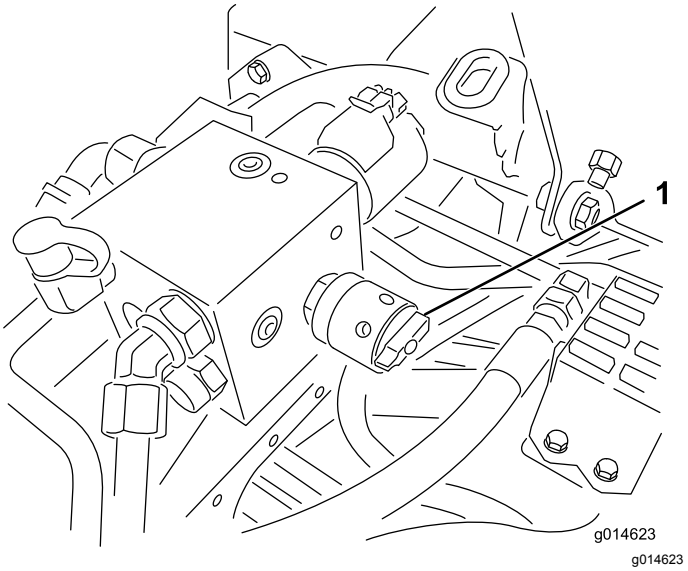

Figuur 53
4. Stel het toerental van de messenkooi in door de knop te draaien (Figuur 53) tot de pijlen van
6. Draai de toerentalregeling van de messenkooien op instelling 1 (Figuur 53).